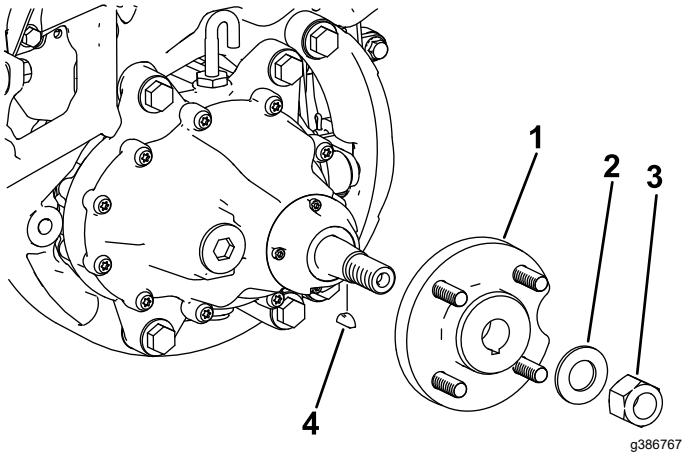

Figur 2
3. Ta bort hjulnavet genom att ta bort hjulnavets låsmutter och bricka (Figur 2).
4. Ta bort woodruffkilen (Figur 2).